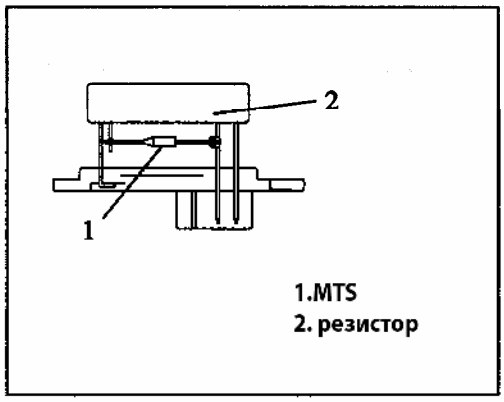

Рис. 800
**MTS:** компонент защиты от высокого тока, при достижении температуры MTS 184 $^{O}$C (Рис. 800).